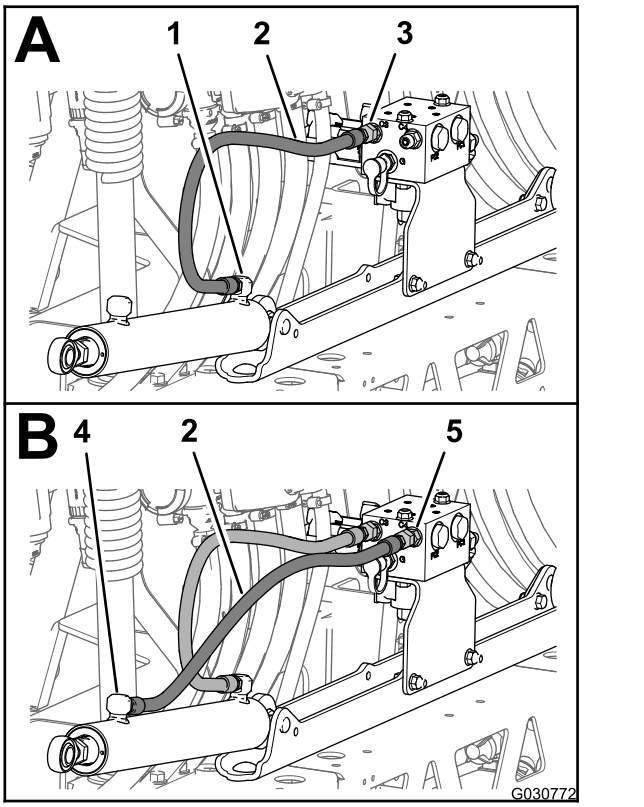
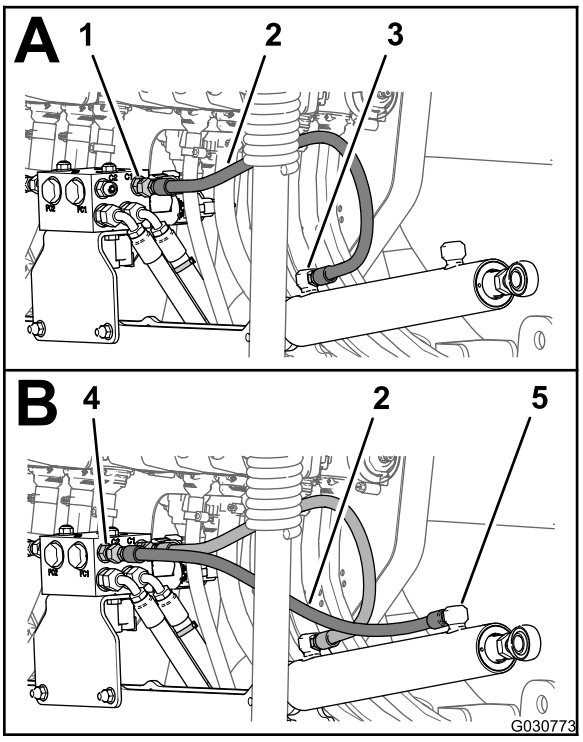

Figur 129
Figur 130
1. Isæt løst en ny hydraulikslange (1/4 x 24-3/4 tomme) mellem forlængerporten i venstre bomløftecylinder og port C3 i bomløftemanifolden (Figur 129).
2. Monter løst en ny hydraulikslange (1/4 x 24-3/4 tomme) mellem den venstre bomløftecylinders tilbagetrækningsport og port C4 på bomløftemanifolden (Figur 129).
3. Monter løst en ny hydraulikslange (1/4 x 24-3/4 tomme) mellem den højre bomløftecylinders forlængerport og port C1 på bomløftemanifolden (Figur 130).
4. Monter løst en ny hydraulikslange (1/4 x 24-3/4 tomme) mellem tilbagetrækningsporten på højre bomløftecylinder og port C2 på bomløftemanifolden (Figur 130).
5. Tilspænd slangefittings ved forlængelses- og tilbagetrækningsportene på løftecylinderne (Figur 129 og Figur 130) til 21 til 26 Nm.
6. Tilspænd slangernes omløbermøtrikker ved bomløftemanifolden (Figur 129 og Figur 130) til 24 til 30 Nm.